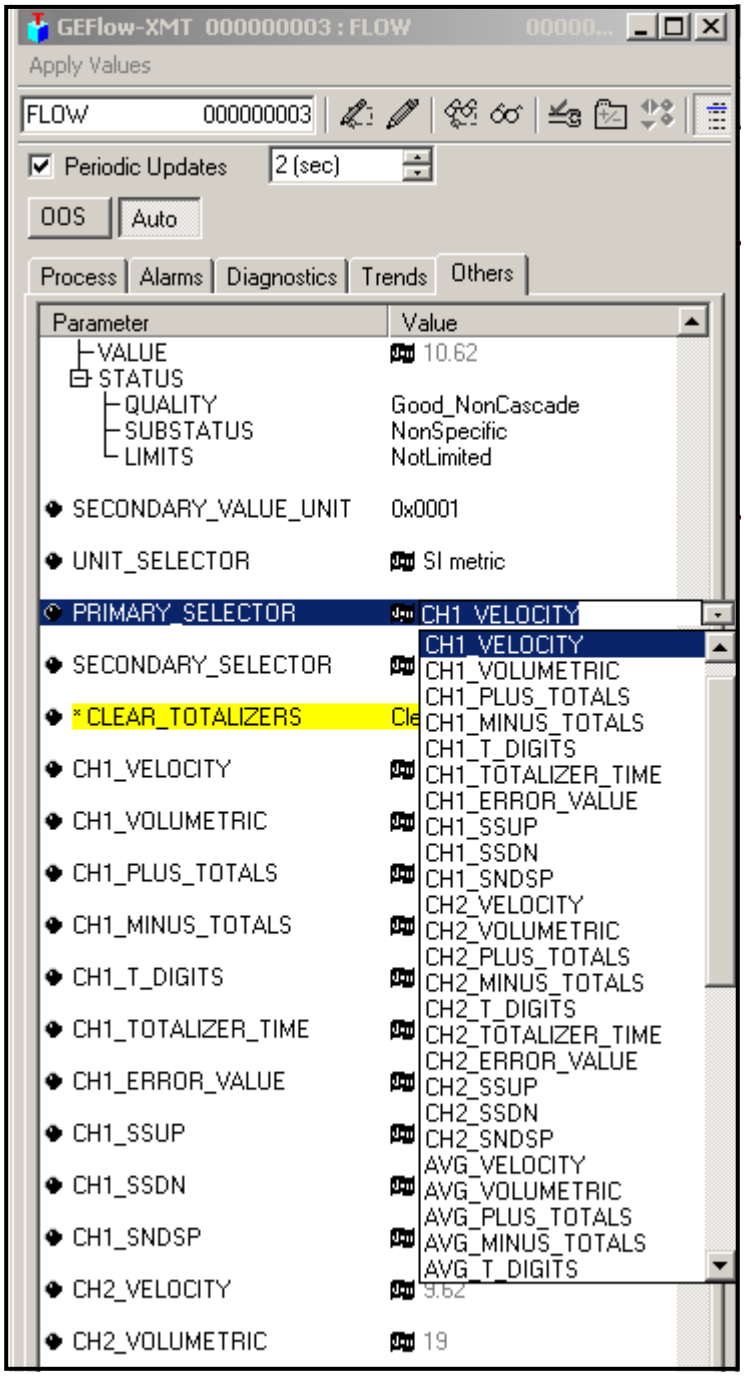

Figure 40: Primary Selector Drop Down List
2. Select the **Others** tab and open the drop down list for the PRIMARY_SELECTOR and SECONDARY_SELECTOR (refer to *Figure 40 on page 99*).
3. Choose the unit from the list (see *Figure 40 on page 99*).